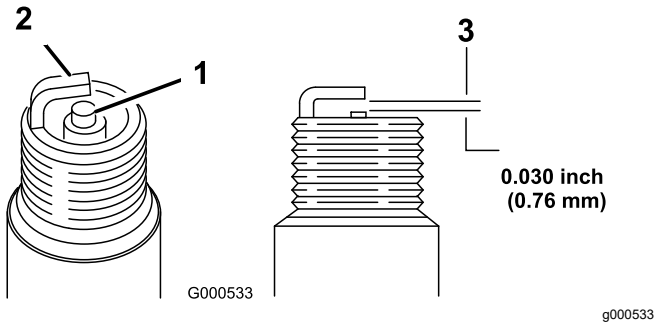

Figur 42
1. Titta mitt på tändstiften (Figur 42).
2. Kontrollera gapet mellan mitt- och sidoelektroderna (Figur 42) och böj sidoelektroden om gapet inte stämmer.
3. Skjut på kablarna på tändstiften (Figur 42).